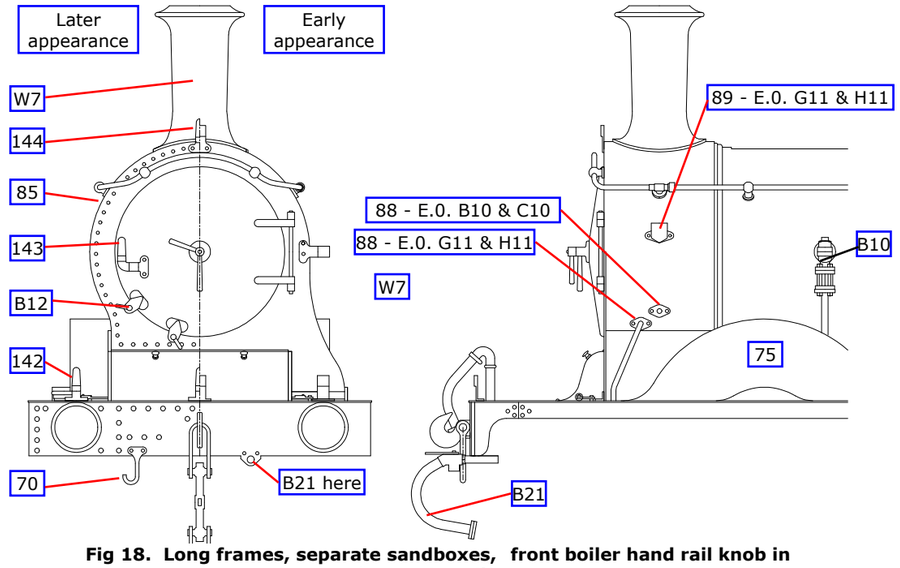

**Fig 18. Long frames, separate sandboxes, front boiler hand rail knob in forward position**
If modelling the smokebox sandboxes, the smokebox sand pipe flanges (88) and the smokebox sandbox fillers (89)needs to be fitted to the side of the smokebox as indicated in Fig 18. Also fit the smokebox sandbox filler as shown in Fig 18.